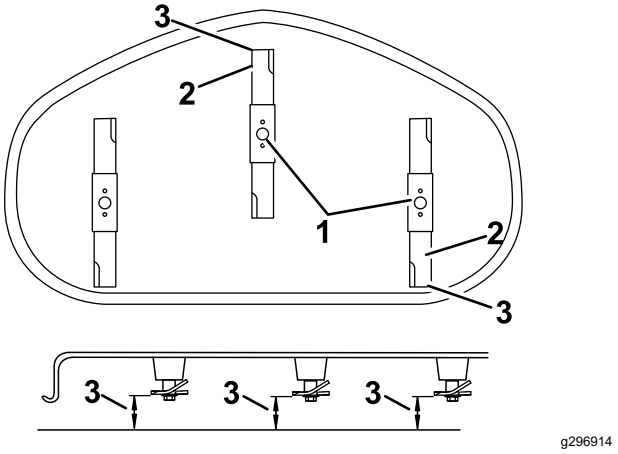

Figura 58
4. Gire cuidadosamente las cuchillas colocándolas en el sentido de avance de la máquina (Figura 58).
5. Mida entre la punta de la cuchilla delantera y la superficie plana y entre la punta de la cuchilla trasera y la superficie plana (Figura 58).